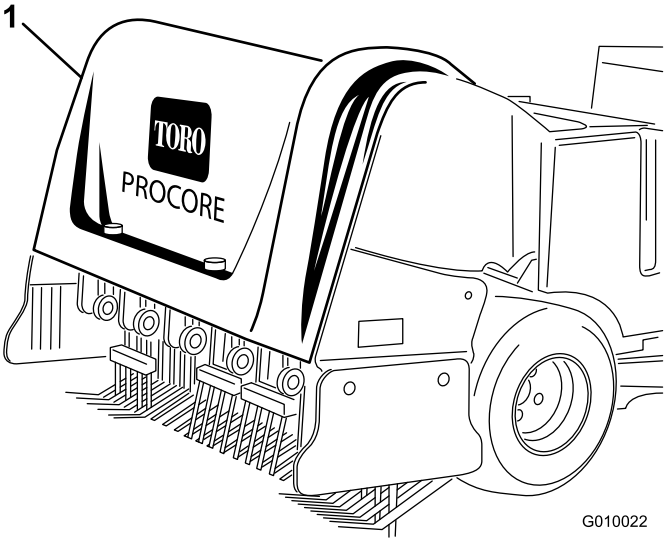
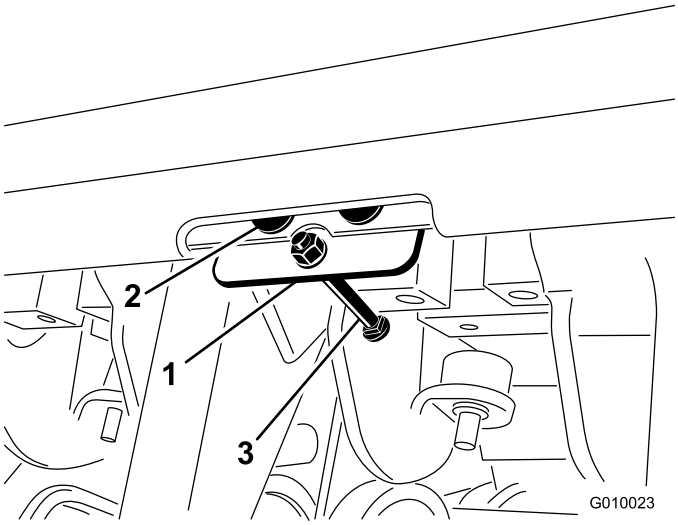

Figur 7
Figur 8
1. Fastgør hjelmpladen til den bageste hjelm med 3 popnitter (Figur 7 og Figur 8).
3. Sæt bolten gennem hjelmpladen (Figur 8).
4. Fastgør bolten til hjelmpladen med en låsemøtrik (#10) (Figur 8).